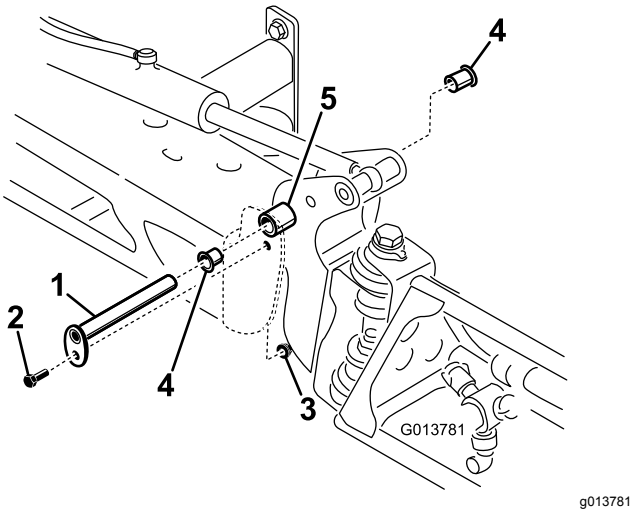

**Рисунок 98**
3. Поддерживая стрелу, отверните болт и гайку крепления оси поворота к узлу стрелы (Рисунок 98).
4. Снимите ось поворота (Рисунок 98).
6. Снимите и осмотрите нейлоновые втулки с передней и задней сторон кронштейна шарнира (Рисунок 98).
8. Установите стрелу и кронштейн поворота в сборе в центральную раму, совместив отверстия (Рисунок 98).